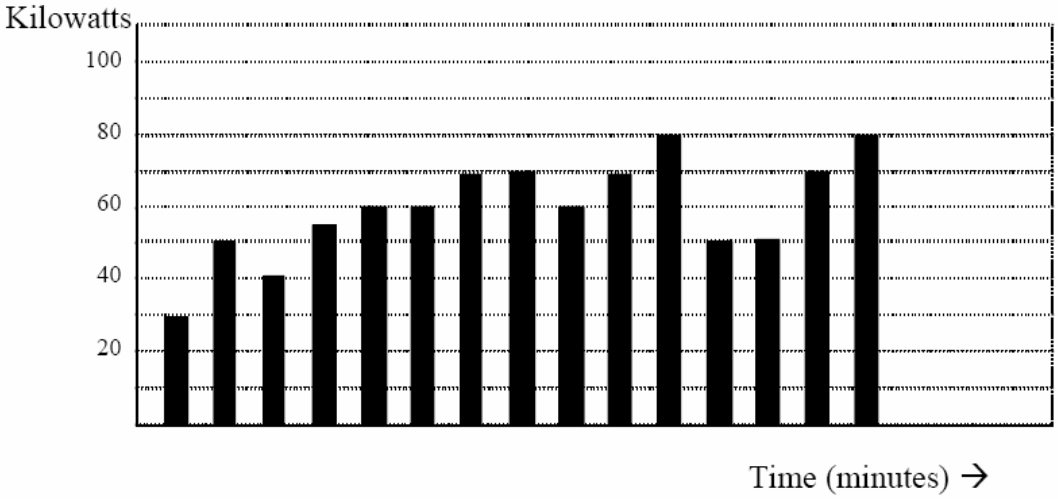

图 1.7：功率和时间的关系
- 图 1.7 代表一个功率图，由图示的功率值可以算出电能值。图示中假定功率值在测量的每分钟都保持恒定，每个条代表一分钟的时间里的功率负载，而实际上，功率值是不断变化的。
- 图 1.7 的数据反映在表 1.2 中以说明电能的计算方法。因为测量时间的步长是一分钟，假设这一分钟内的负载是恒定的，我们可以将功率读数乘以 1/60(分钟转换为小时)，得出近似的电能值。
从表 1.2 看出，图 1.7 中的负载的累计电能值是 14.92 kWh。
- 需量值也是与时间有关的值，它是电能值的时间平均值。需量的实际单位是 kWh，但一般都简化成了 kW，这样就更容易与功率混淆。不过需量不是瞬时值，计算需量值需要电能值的累计读数(见图 1.7)，还要将电能值转换为小时值。